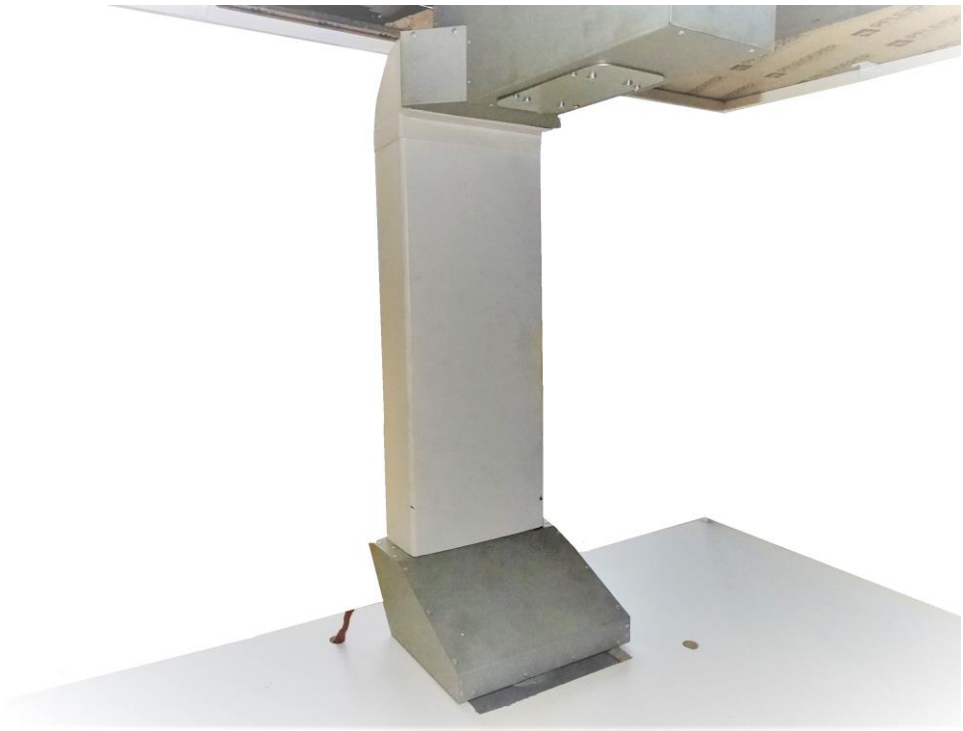

Rys.31A
21. Po podniesieniu szklanej płyty wsunąć kanał wentylacyjny (E) w kolano pionowe (D) delikatnie opuszczając szklaną płytę (Rys.31A)